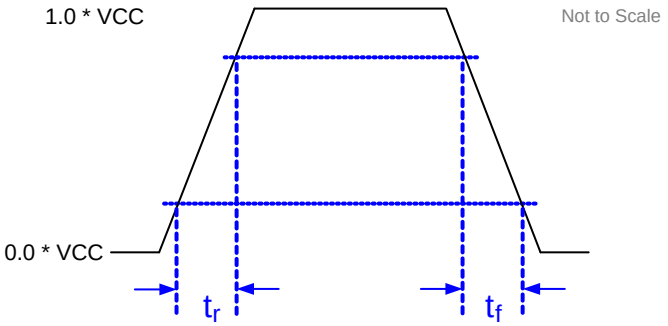

Figure 4. SCP Requirements for Rise and Fall
(1) See Figure 4 for Rise Time and Fall Time for SCP.